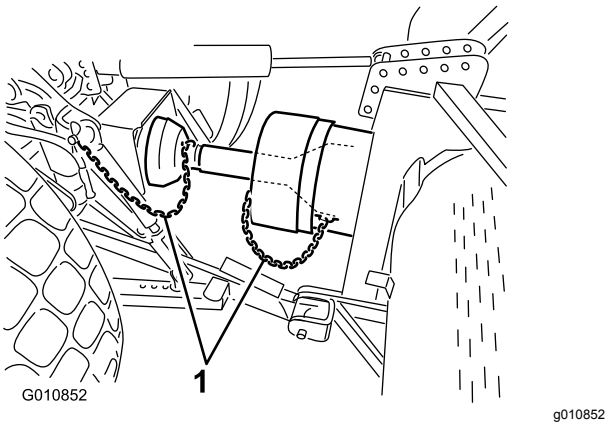

**Figuur 25**
6. Sluit de veiligheidskettingen aan op het aftakasscherm en de beugel van de tractie-eenheid (Figuur 25). Controleer of de kettingen genoeg speling hebben als de beluchter omhoog of omlaag wordt gebracht.